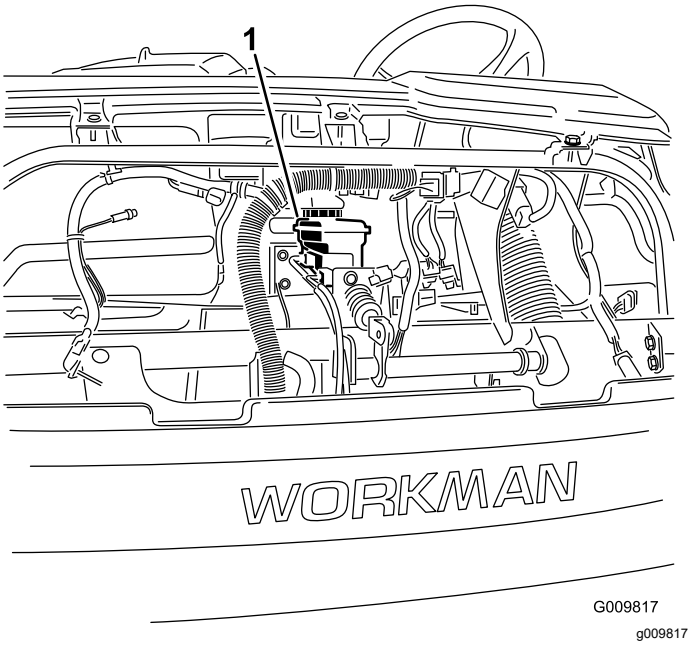

Figura 56
4. Eleve novamente o capot para aceder ao cilindro principal do travão e reservatório (Figura 56).